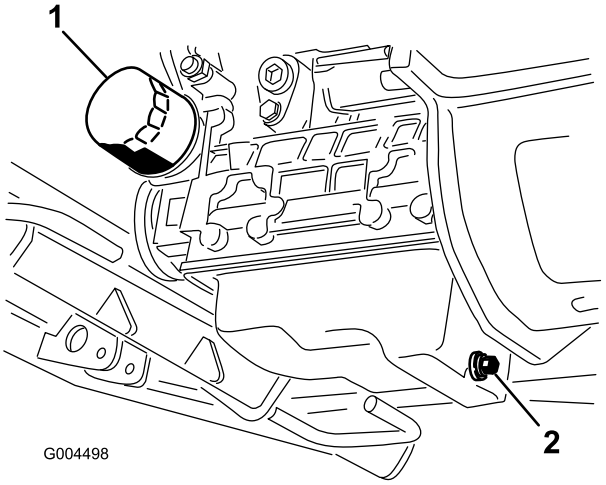

Figuur 41
3. Plaats een opvangbak onder het carter en recht onder de aftapplug (Figuur 41).
6. Verwijder en vervang het oliefilter (Figuur 41).